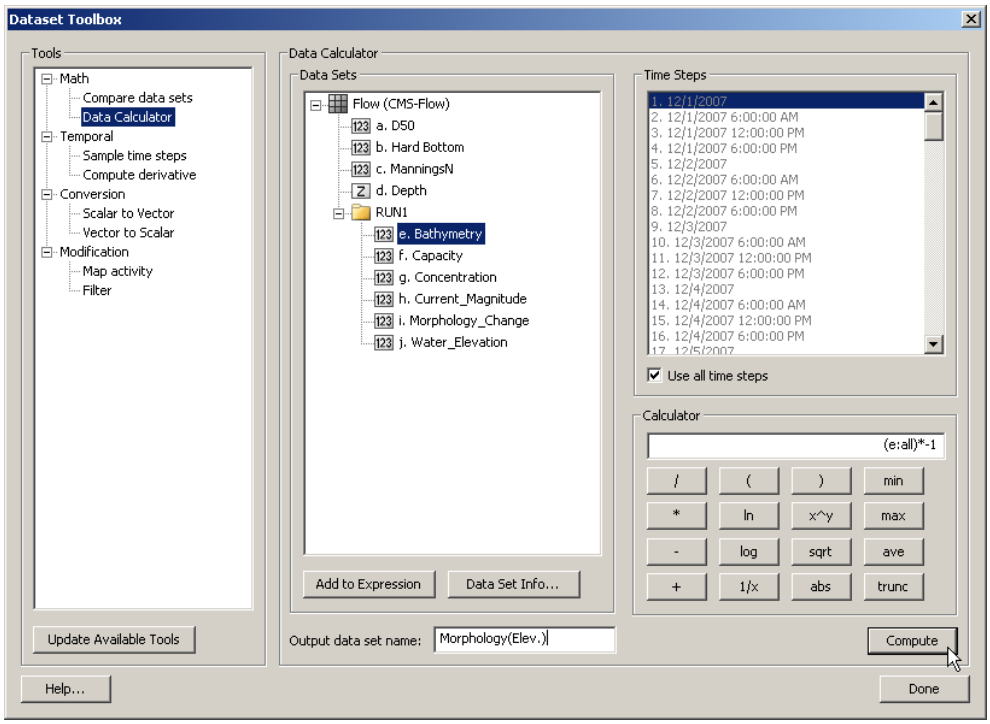
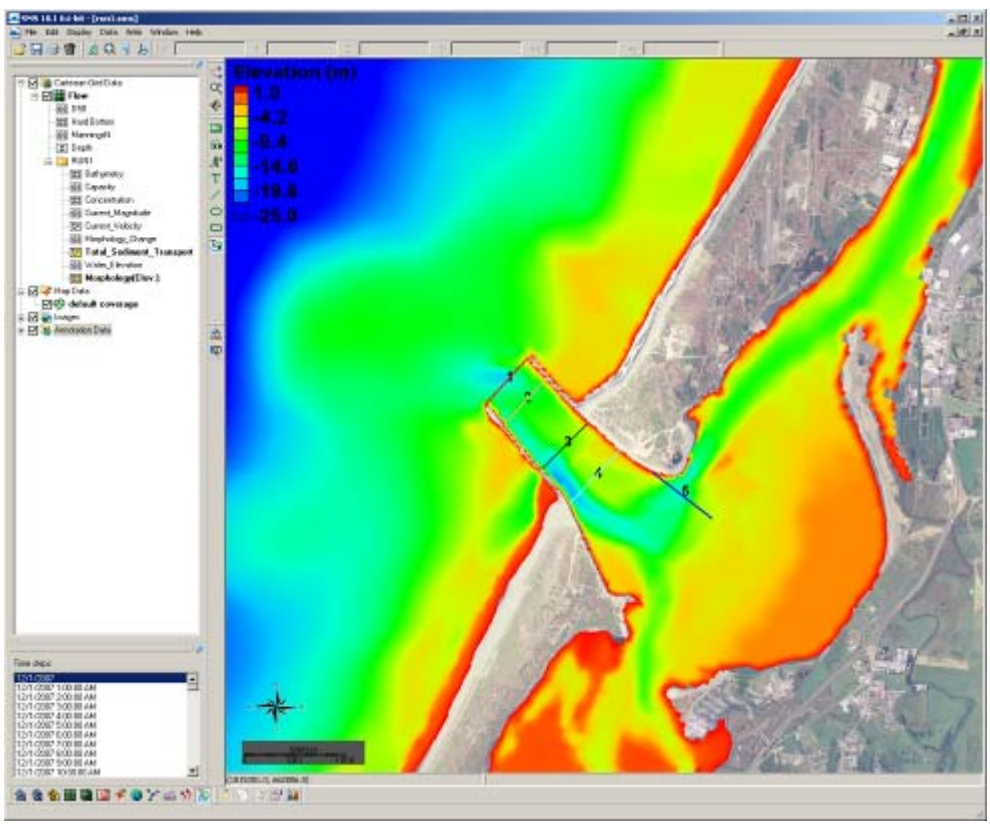

Figure 61. ***Data Calculator Options*** **in the** ***Dataset Toolbox*****.**
Figure 62. Display of calculated bathymetry now converted to elevations. Note the legend has been modified to display the new contours.
2. Click *Data*, *Data Calculator*, and the Data Calculator should be selected in the Tools section as shown in Figure 61,
3. Select the *Bathymetry* scalar (123) dataset, under *Time Steps* check the *Use all time steps* on, and double-click the *Bathymetry* (highlighted in Figure 61),
4. The line under Calculator will display e:all, add the multiplication symbol (*) and negative 1 (-1) as shown in Figure 61,
5. Change the *Output data set name* similarly to Figure 61 so as to distinguish this dataset from the original *Bathymetry* output, click *Compute*, and after the scalar set appears in the SMS window (Figure 62), click *Done*.